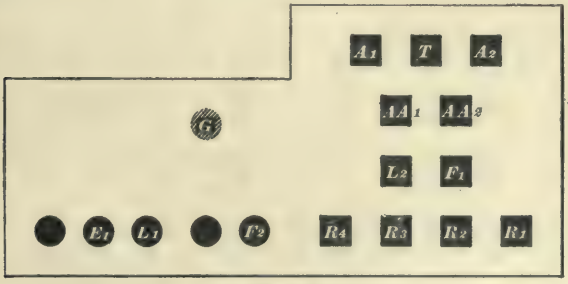

FIG. 16.
**31.** Fig. 16 shows how the connecting posts on the K2 connecting board are marked. The $E_1$, $L_1$, $F_2$, and $G$ posts are parts of the cut-out switches, but they are also parts of the